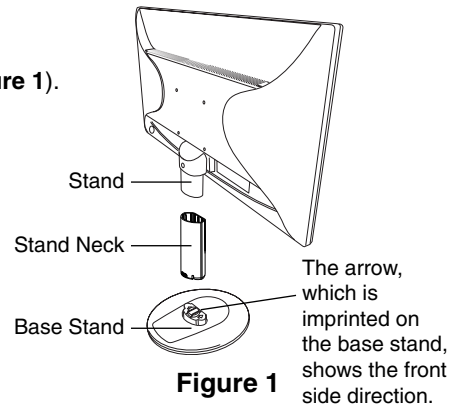

Figure 1
1. Attach the stand neck to the monitor. And then, attach the base stand to the stand. The locking tabs on the base stand should fit into the hole on the stand neck (**Figure 1**).